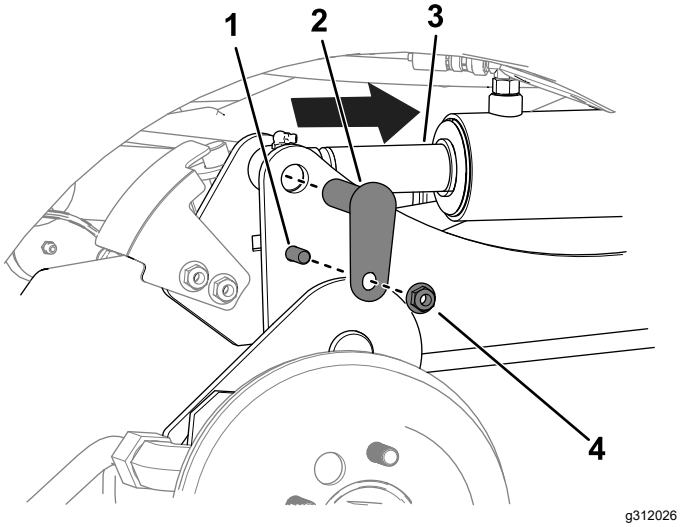

**Figura 10**
C. Utilizzate un cacciaspine per allineare i fori dell'asta del cilindro con i fori del braccio di sollevamento (Figura 10).
D. Utilizzate 2 bulloni (⅜" x 1¼"), 2 dadi (⅜") e 2 perni piccoli per fissare i bracci di sollevamento ai cilindri (Figura 10).